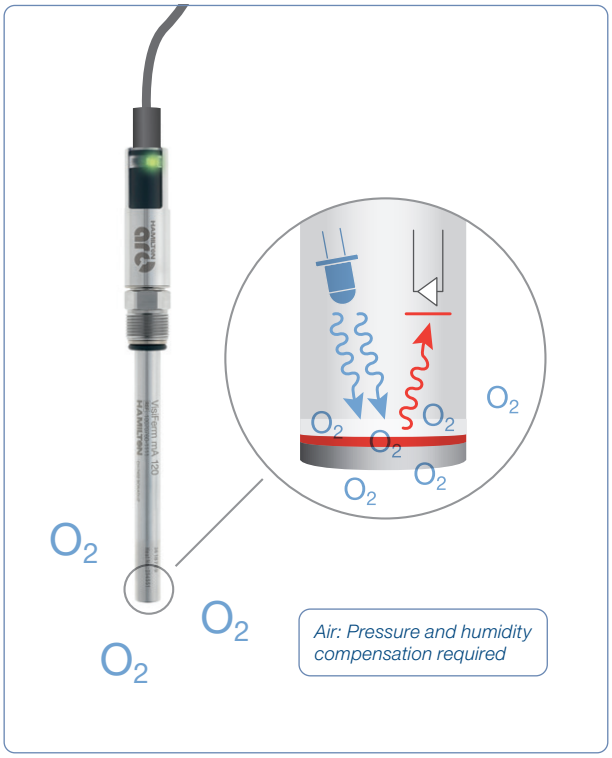

Figure 13: Calibration setup in air
1) Make sure temperature, humidity and pressure values are constant (Figure 13)
6) Immerse the sensor into an oxygen-free environment (Figure 13) for e.g. nitrogen. Verify that the flow rate does not exceed 0.5 L/min and avoid overpressure